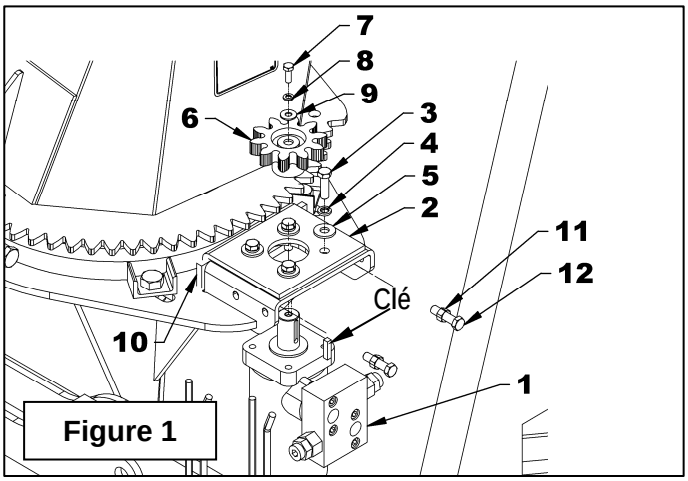

Figure 1
1. **Figure 1:** Installer le moteur (item 1) en plaçant la plaque d'ancrage (item 2) sur le dessus tel qu'illustré. Fixer à l'aide de quatre boulons 3/8"NC x 1 1/4" (item 3), des rondelles de blocage et des rondelles plates (items 4-5). Serrer les boulons à la main.
3. **Figure 1:** Insérer le fer plat d'ancrage (item 10) entre la plaque d'ancrage (item 2) et le support de moteur tel qu'illustré. Visser les écrous 3/8" (item 11) au maximum sur les deux boulons 3/8"NC x 1 1/2" (item 12). Installer ces deux boulons (item 12) en les vissant dans le fer plat d'ancrage (item 10).